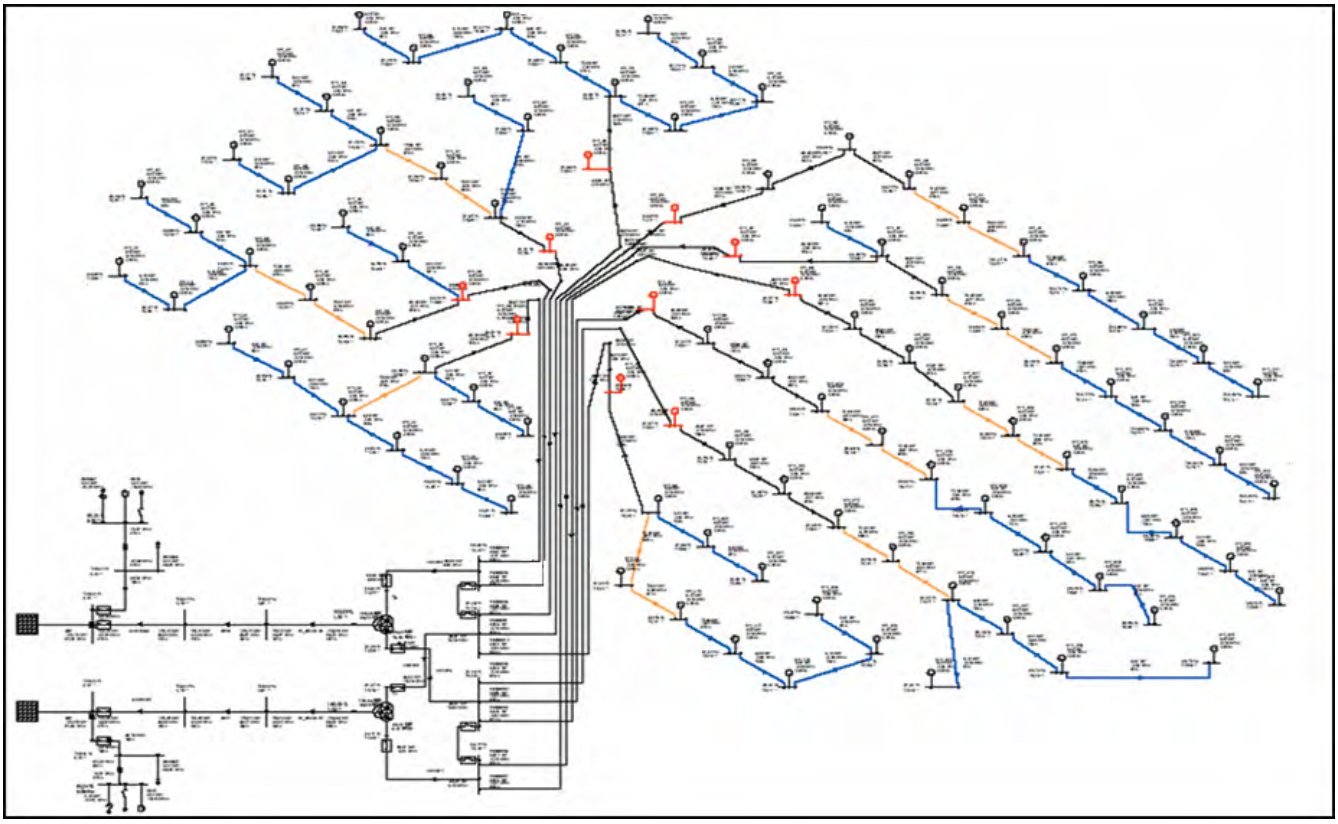

Fig. 6.6-25: Offshore wind farm grid
- Communication to TSO grid operator (fig. 6.6-25).